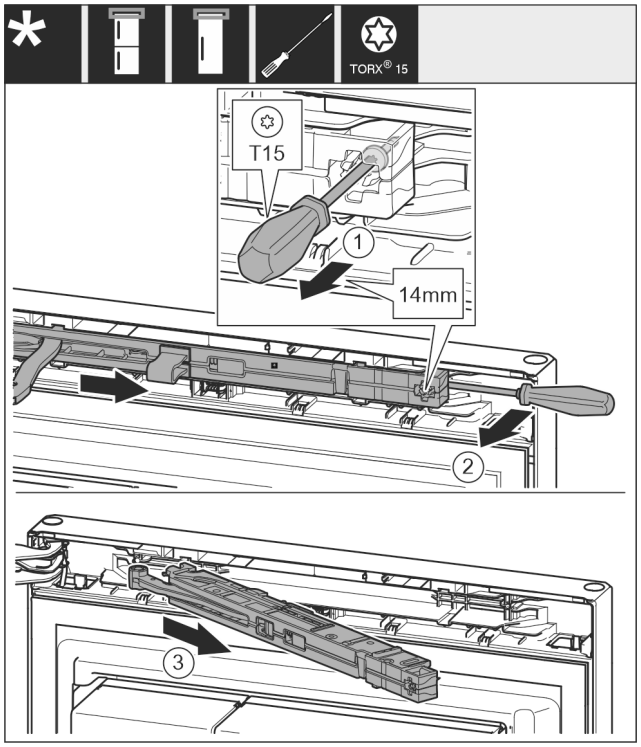

Fig. 12
- ▶ Undo the soft stop mechanism screw with a T15 screwdriver approx. 14 mm. *Fig. 12 (1)*
- ▶ Insert a screwdriver behind the soft stop mechanism on the handle side and rotate the unit forwards. *Fig. 12 (2)*
- ▶ Remove the soft stop mechanism. *Fig. 12 (3)*